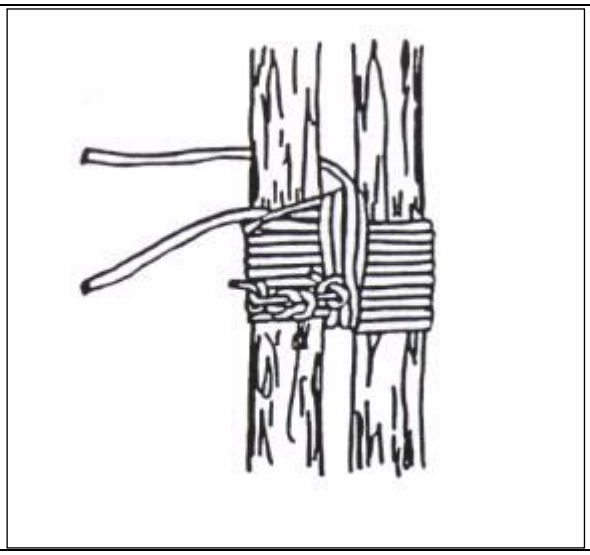

Figure 3
- (c) The wraps may cross each other to ensure tightness (See figure 3).
(c) The wraps may cross each other to ensure tightness (See figure 3).